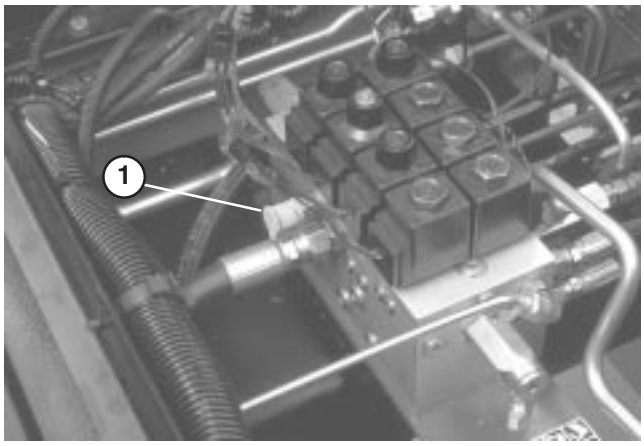

Figure 50
HYDRAULIC SYSTEM TEST PORTS (Fig. 50 – 52)
1. Test Port "A" (Fig. 50) is used to assist in trouble shooting the hydraulic circuit for the front cutting units and lift cylinders.